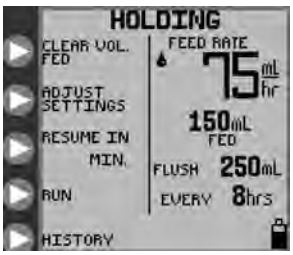

Rysunek 18A. Opcje trybu HOLDING (WSTRZYMANIE), ciągły tryb żywienia.
- **HOLDING (WSTRZYMANIE)** (Rysunek 18A)
W trybie **HOLDING** jest do wyboru pięć opcji. Patrz: Rysunek 18A i 18B.